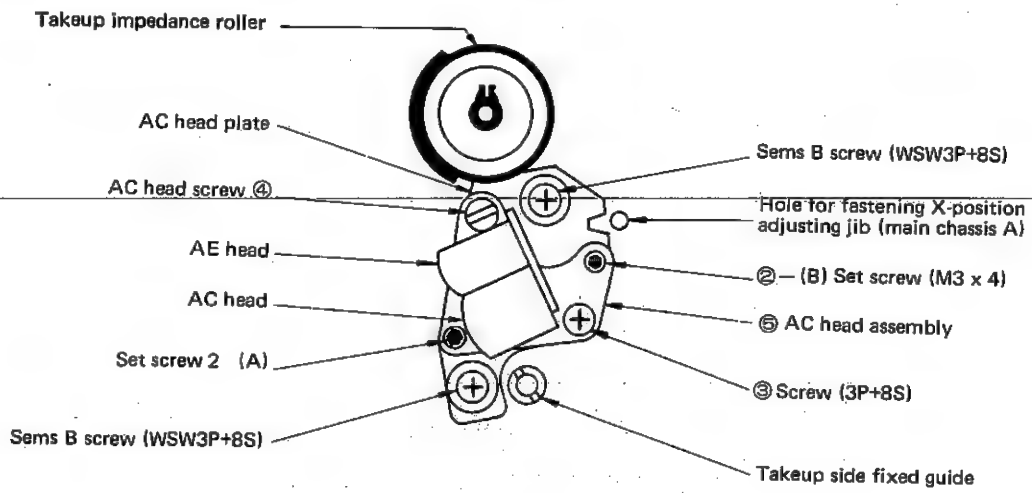

Figure 33.
1. If the tape does not travel properly, perform the following (see Figures 33 and 35).
7. Set the tracking control at its preset position. Loosen two sems B screws (WSW3P+8S) (see Figure 33) slightly and install the X-position adjusting jib at its hole.